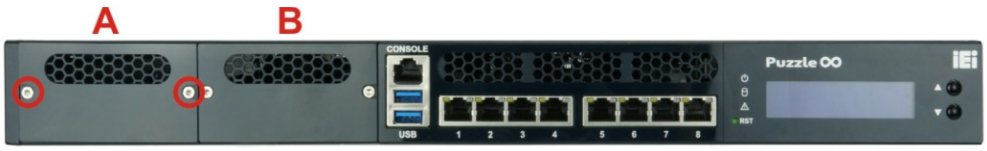

Figure 3-11: Networking Module Slot Cover Screws
Step 2: Identify which slot is compatible with the networking module to be installed (refer to the following table and Figure 3-11). The slot marked with "**A**" must be installed with a networking module with an "**A**" mark; so does the "**B**" slot. **NOTE:** All marks are printed on the PCB board.